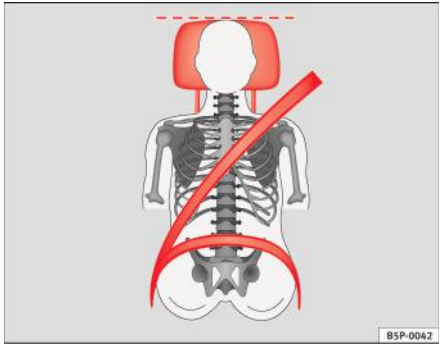
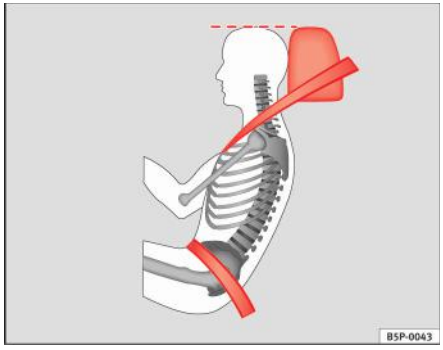

Fig. 89 Vedere din față: tetiere şi centuri de siguranță reglate corect
Fig. 90 Vedere din lateral: tetiere şi centuri de siguranță reglate corect
– Reglați tetiera astfel încât marginea superioară a acesteia să se afle la acelaşi nivel cu creştetul dumneavoastră sau cât mai aproape posibil de acest nivel, dar nu mai jos de nivelul ochilor ⇒ fig. 89 şi ⇒ fig. 90.